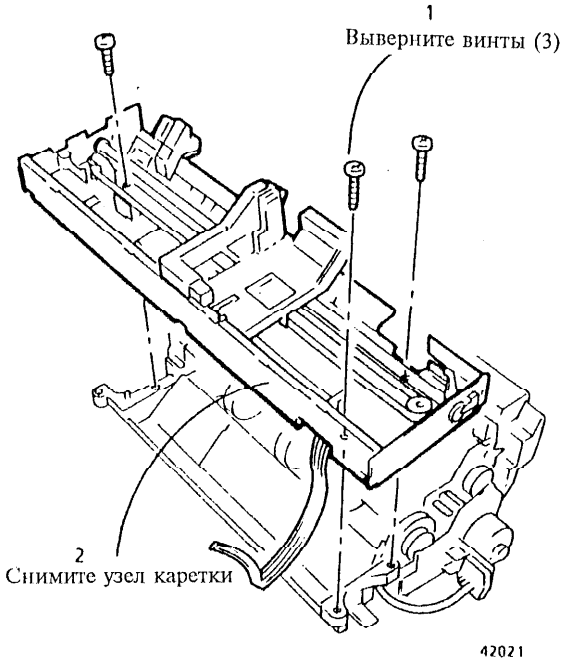

Рис. 3 Снятие узла каретки
8. (Рис. 3): Снимите узел каретки.